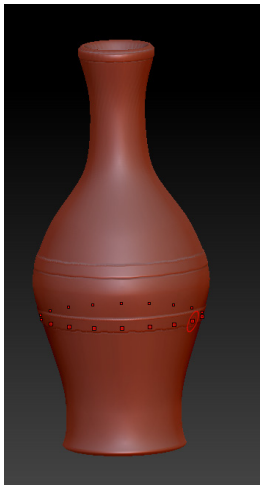

Figure 3-89 *Pattern created on the other parts of the flower vase*
7. Similarly, create the same pattern on the other parts of the *flower vase*, as shown in Figure 3-89.